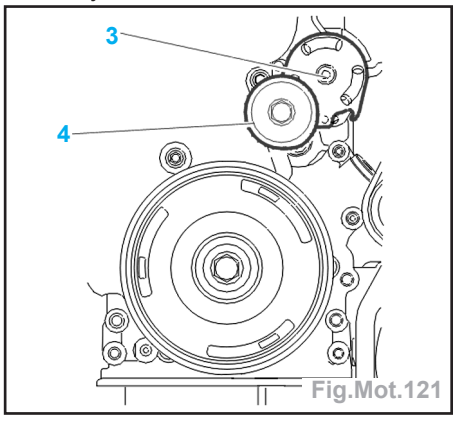

Fig.Mot.121
• la pompe de direction assistée (2) (sans ouvrir le circuit de direction assistée),
• les vis (1),
- Déposer (Fig.Mot.121) :
• la vis (3),
• le galet tendeur (4),
- Serrer la vis (3) à 2 daN.m (Fig.Mot.121).